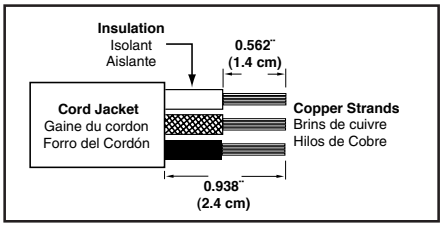

Fig. 1 / Fig. 1 / Illustration 1
7. Strip cord jacket 0.938" (2.4 cm). Strip insulation to expose 0.562" (1.4 cm) bare copper at the end of each conductor as shown in **Fig. 1** or per strip gage on device.
9. Reattach the wired device module to the housing by aligning key guide on the module to the key on the housing. Tighten the three (3) assembly screws.
For Figs. 1 and 2: